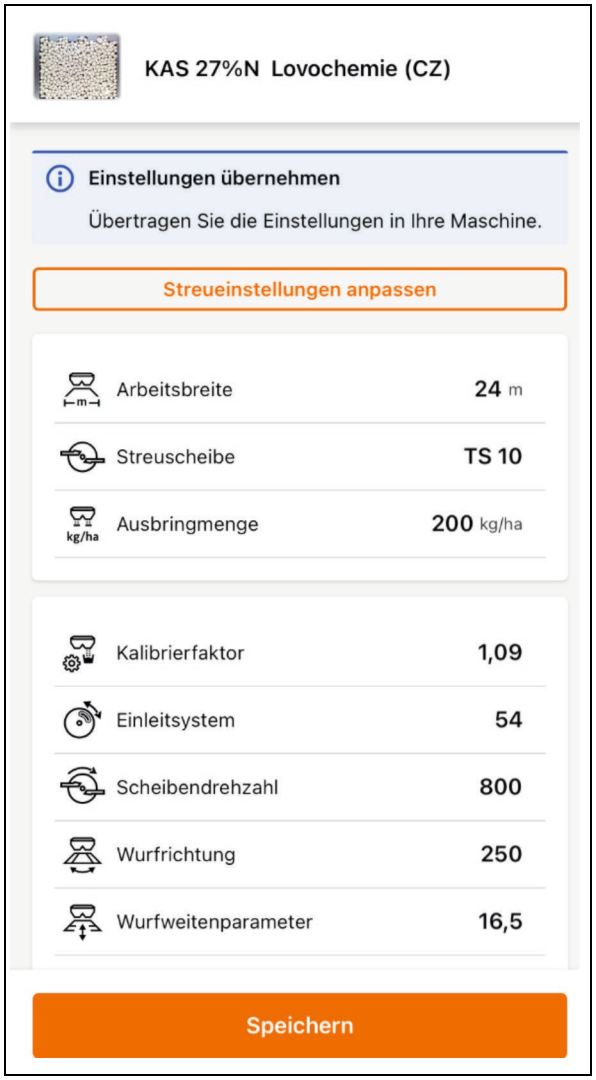

Fig. 52
2. Flügelmutter (Fig. 52/2) lösen.
3. Die erforderliche Schieberstellung auf der Skala (Fig. 52/3) aufsuchen.
4. Die Ablesekante (Fig. 52/4) vom Stellhebel-Zeiger (Fig. 52/5) auf den Skalenwert einstellen.
5. Flügelmutter (Fig. 52/2) wieder fest anziehen.